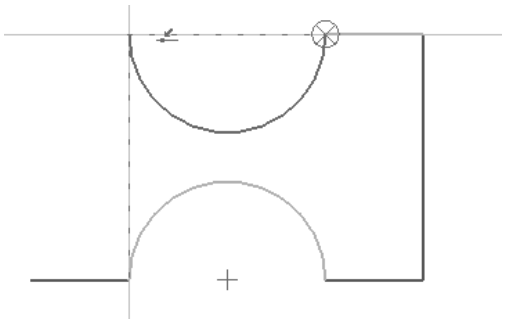

Figure 2-50 *Horizontal and vertical dotted lines displayed to define the endpoint of the arc*
15. Move the cursor once over the lower arc and then move it toward the left, in line with the upper right horizontal line from where this arc starts. On doing so, a horizontal dotted line originating from the upper right horizontal line is displayed. At the point where the cursor is vertically in line with the start point of the lower arc, a vertical dotted line appears from the start point of the lower arc, as shown in Figure 2-50.